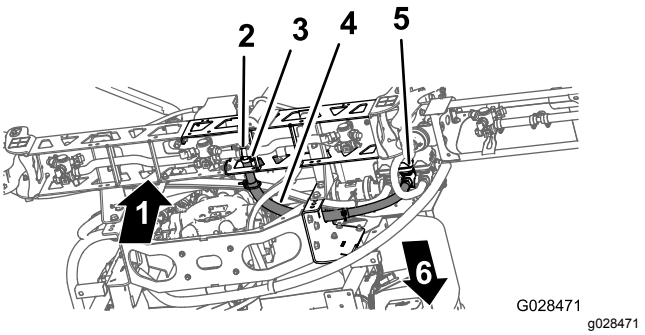

Figur 34
1. Trekk den midtre bomseksjonsslangen som vist i Figur 34.
midtre bomseksjonen, og fest slangen med en slangeklemme (Figur 34).